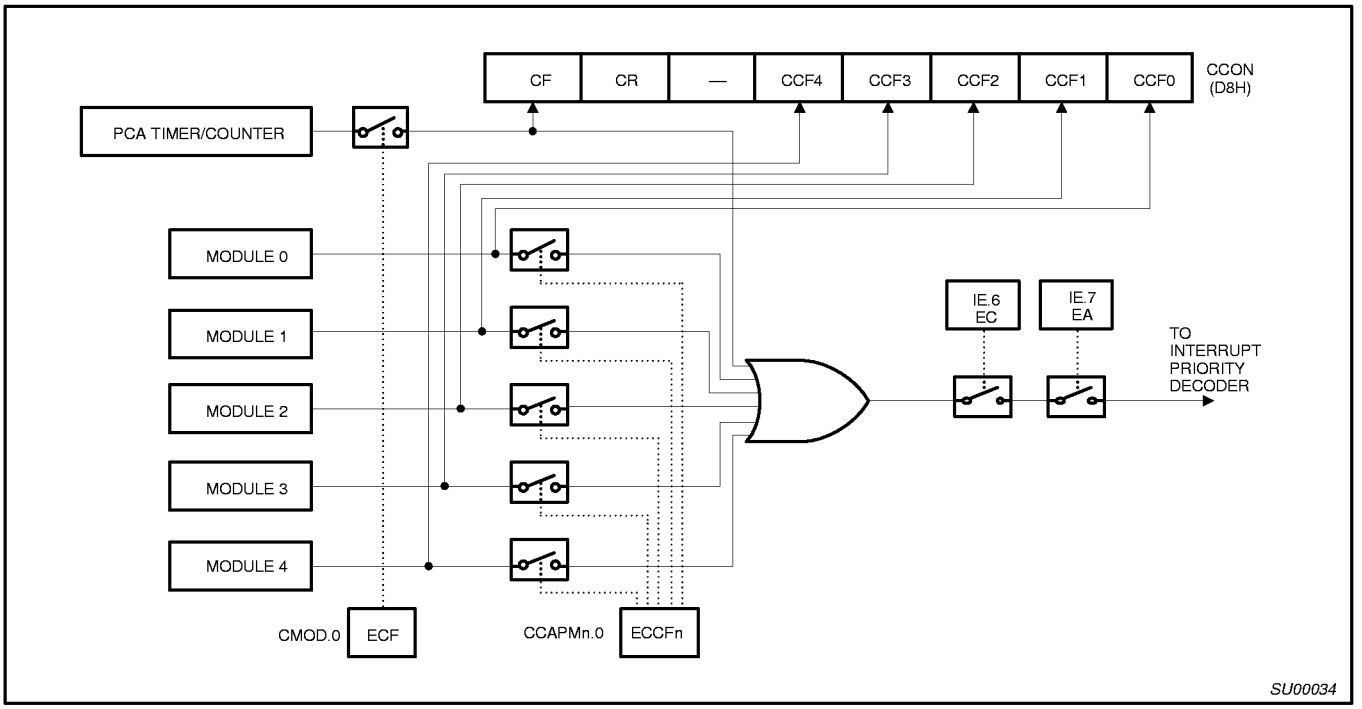

Figure 15. PCA Interrupt System
The CCON SFR contains the run control bit for the PCA and the flags for the PCA timer (CF) and each module (refer to Figure 17). To run the PCA the CR bit (CCON.6) must be set by software. The PCA is shut off by clearing this bit. The CF bit (CCON.7) is set when the PCA counter overflows and an interrupt will be generated if the ECF bit in the CMOD register is set, The CF bit can only be cleared by software. Bits 0 through 4 of the CCON register are the flags for the modules (bit 0 for module 0, bit 1 for module 1, etc.) and are set by hardware when either a match or a capture occurs. These flags also can only be cleared by software. The PCA interrupt system shown in Figure 15.